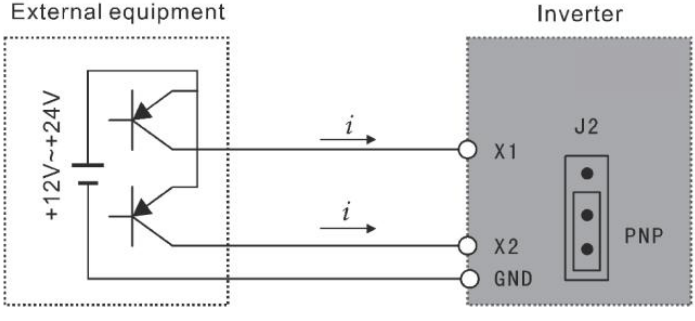

Figure 3-2 Mode de câblage de type PNP
(2) Lorsque le mode de câblage de type PNP est adopté pour l'équipement externe, une logique de type source est induite et le courant circule à partir de la borne d'entrée (courant de fuite) comme indiqué sur la figure 3-2 , en même temps le paramètre P067=1 est requis.